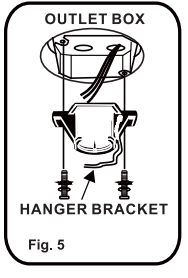

Fig. 5
Step 1.Secure the Hanger Bracket to the ceiling outlet box using the screws provided with your outlet box in conjunction with the lock-washers provided with the fan. (Fig. 5)